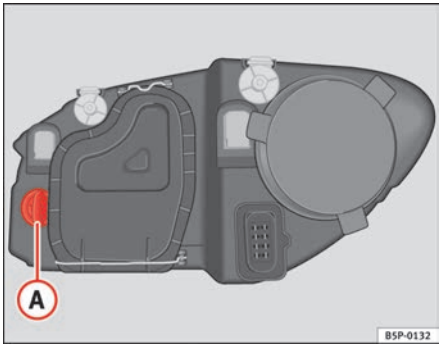

Fig. 163 Turn signal lamps
– Rotate the lamp holder ⇒ fig. 163 (A) to the left and pull.